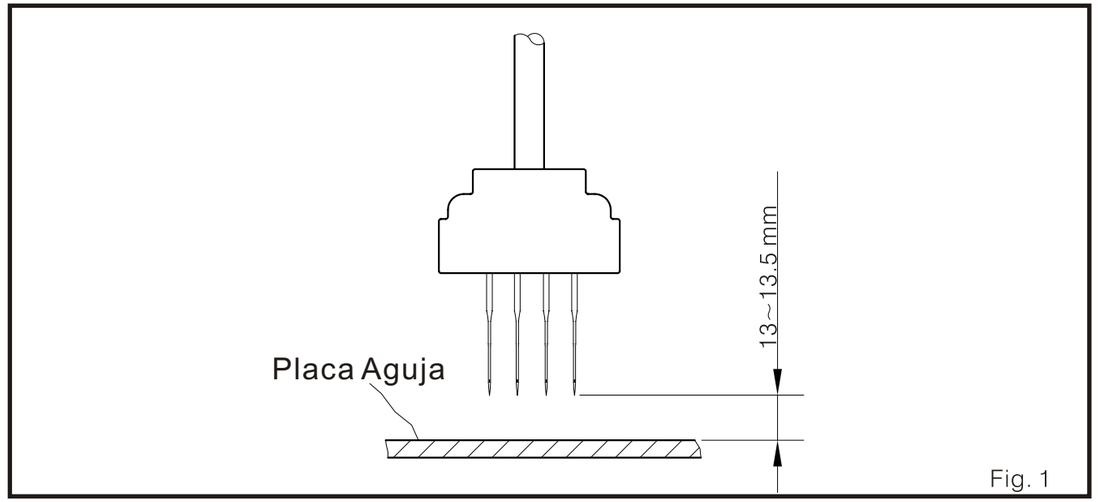

Fig. 1
1. Cuando la barra aguja esta en el punto muerto superior, ajuste el espacio entre la punta de la aguja y la superficie de la placa aguja para que se 13-13.5 mm. (Fig. 1)